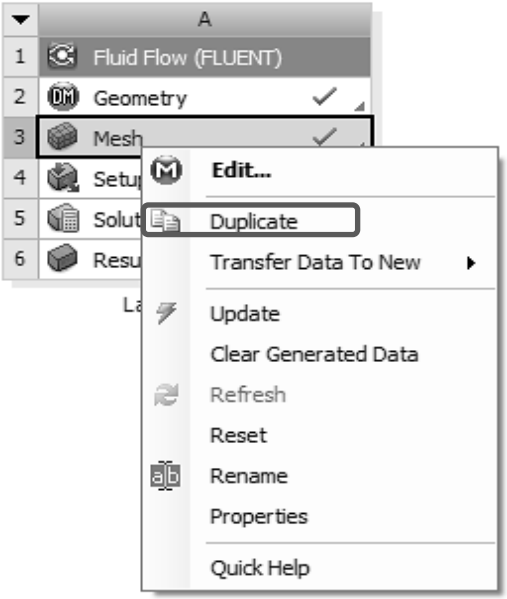

Рис. 82.
1) Для этого надо кликнуть правой кнопкой мыши на схеме проекта по Mesh и выбрать Dublicate, рис. 82.